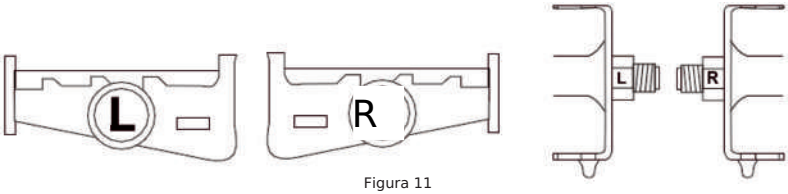

Figura 11
**Pasul 4: Montarea pedalelor (vezi Figura 11):**